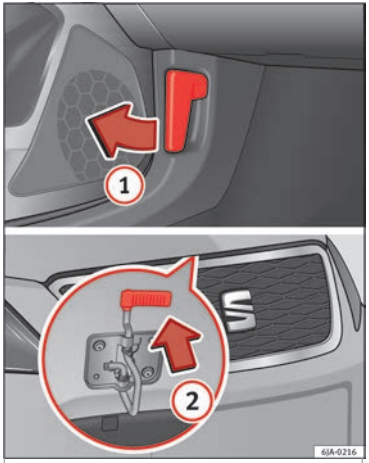

Fig. 204 Unlocking the bonnet.
– Pull the lever (1) ››› **Fig. 204** under the dash panel in the direction indicated by the arrow.
– Pull the release catch in the direction of the arrow (2) ››› **Fig. 204** and the bonnet will be released.